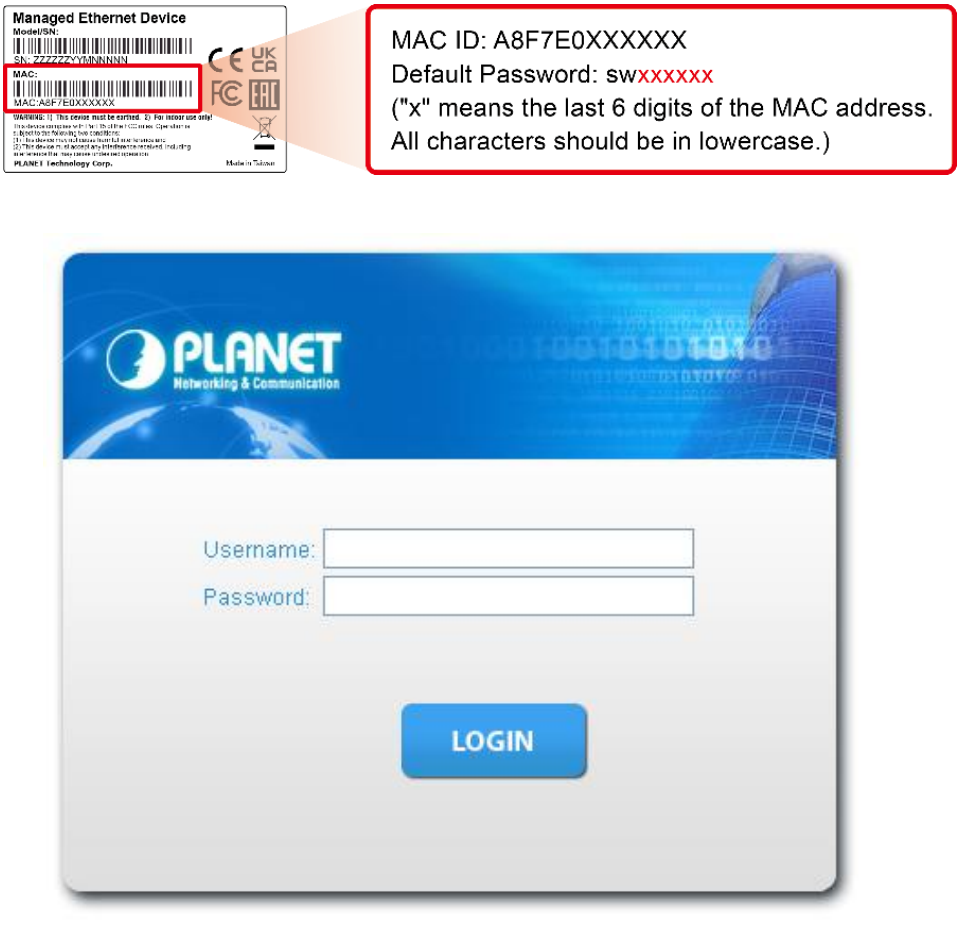

Figure 4-1-2: Web Login Screen
2. When the following login screen appears, please enter the default username with password as shown below (or the username/password you have changed via console) to login the main screen of Industrial Managed Switch. The login screen in Figure 4-1-2 appears.